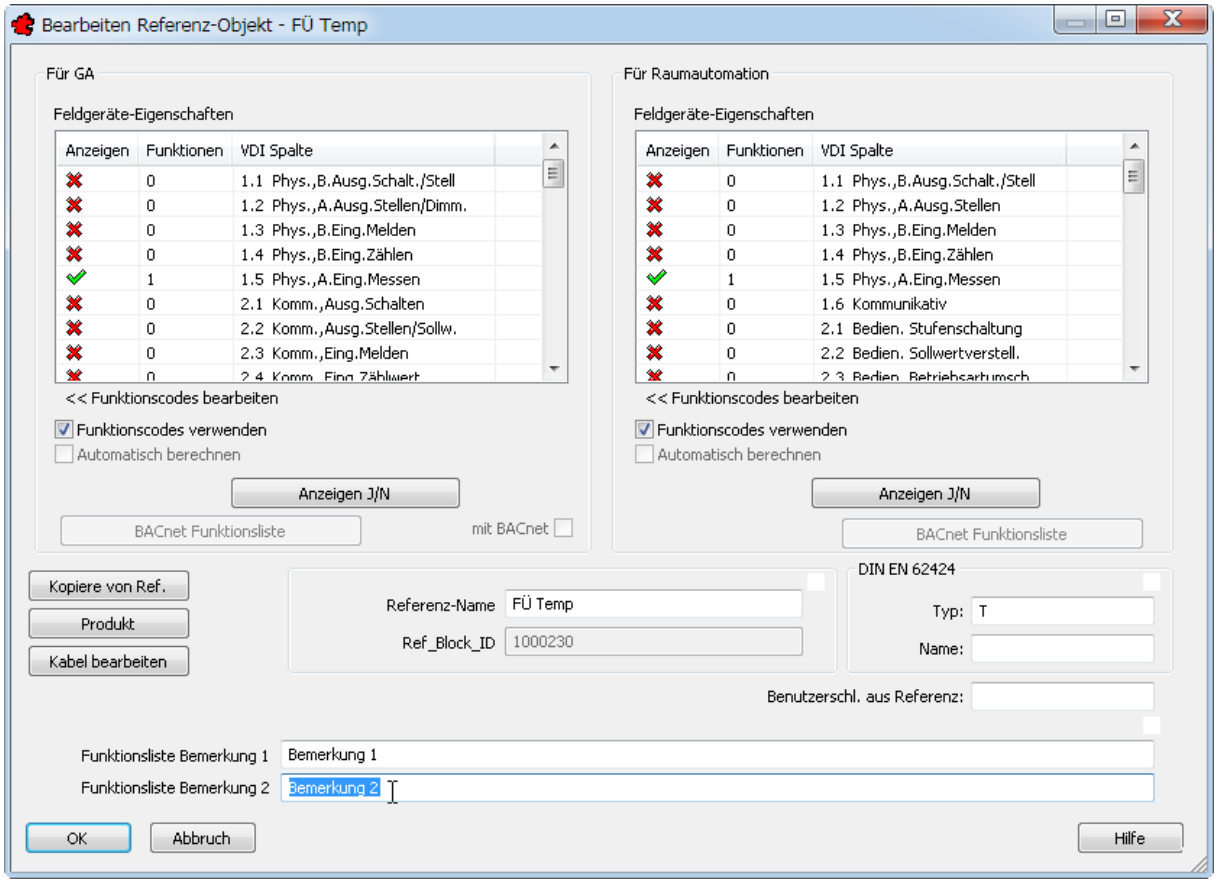

Bild 32.31 – Bearbeiten eines Referenzobjekts
- Füllen Sie in der Dialogbox *Bearbeiten* die beiden Bemerkungsfelder für die Funktionslisten aus (Abb. 32.31).